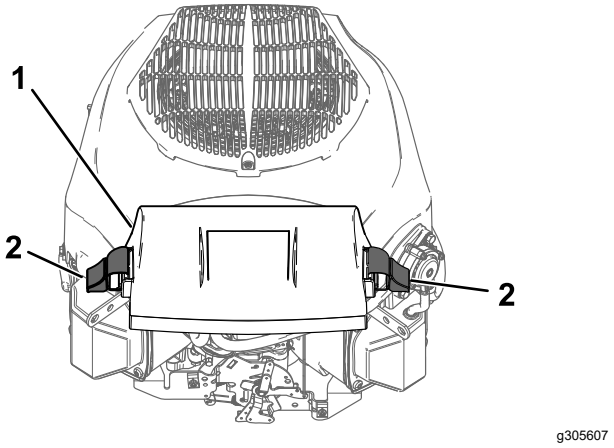

Figur 43
3. Montera locket och fäst det med spärrhakarna (Figur 43).